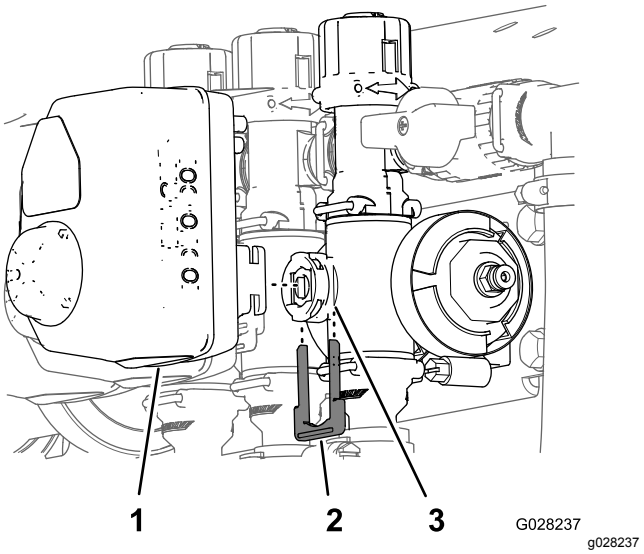

**Figuur 61**
3. Verwijder de borgclip waarmee de actuator bevestigd is aan de verdelerklep voor de gebruiksdosis, de mengklep, de hoofdklep of de klep van de spuitboom (Figuur 61).